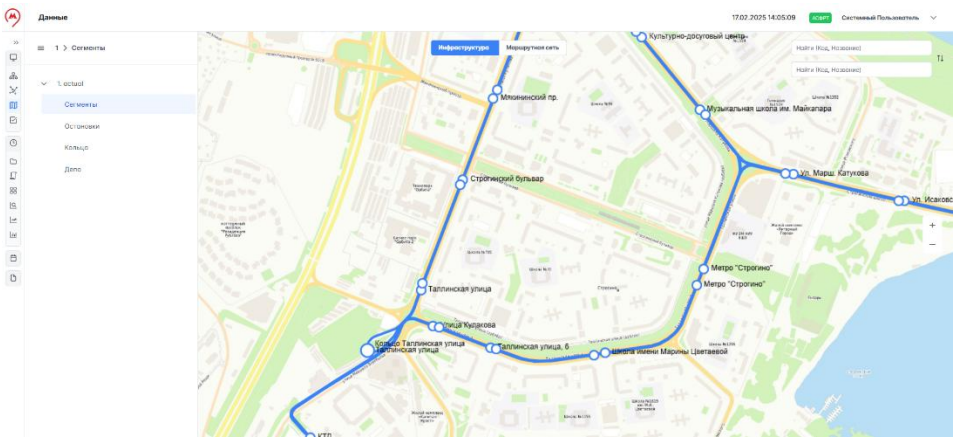

Рисунок 82 – Поиск сегмента
16. В меню выбрать элемент "Сегменты" для требуемой инфраструктуры, блок поиска видоизменится (рисунок 82).